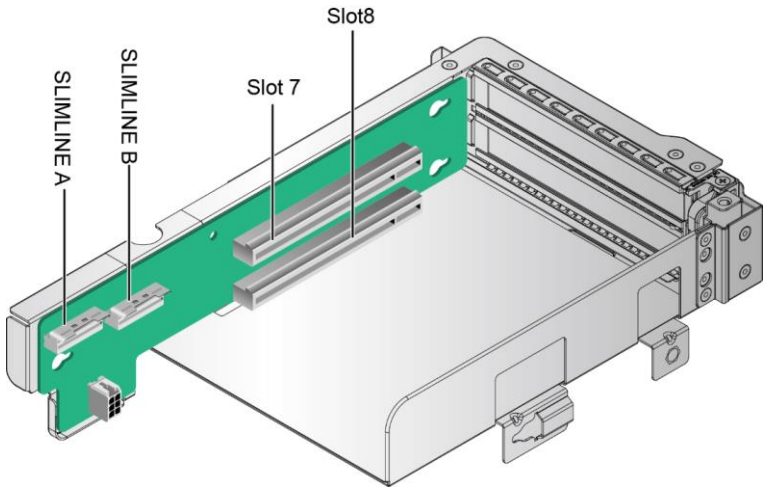
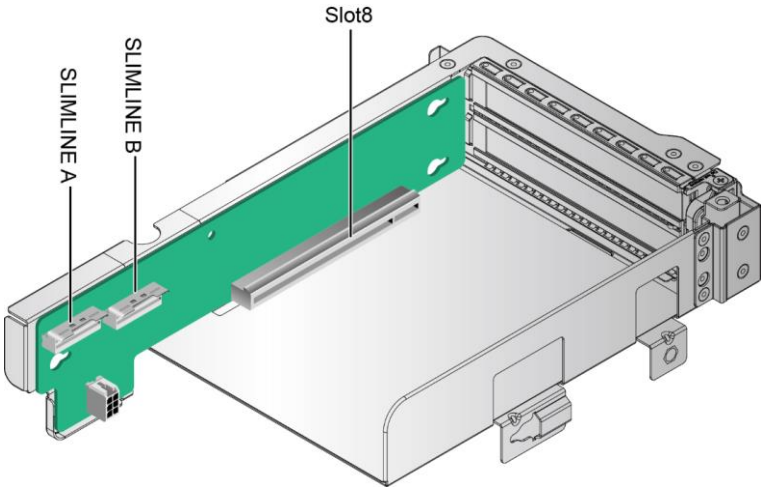

图 4-13 Riser 卡 5（2x8）
图 4-14 Riser 卡 6（1x16）
IO 模组 3 支持的 Riser 卡如图 4-13 和图 4-14 所示。
- 当图 4-13 中 Riser 卡安装在 IO 模组 3 时，PCIe 槽位为 Slot 7 和 Slot 8。
- 当图 4-14 中 Riser 卡安装在 IO 模组 3 时，PCIe 槽位为 Slot 8。